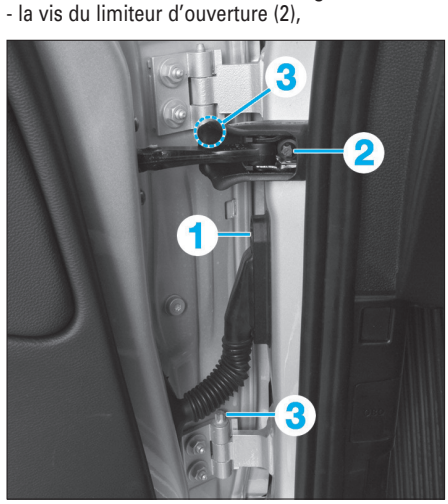

Fig. 164
- la de fixation du connecteur (1) **(Fig.164)**,
- la vis du limiteur d'ouverture (2),